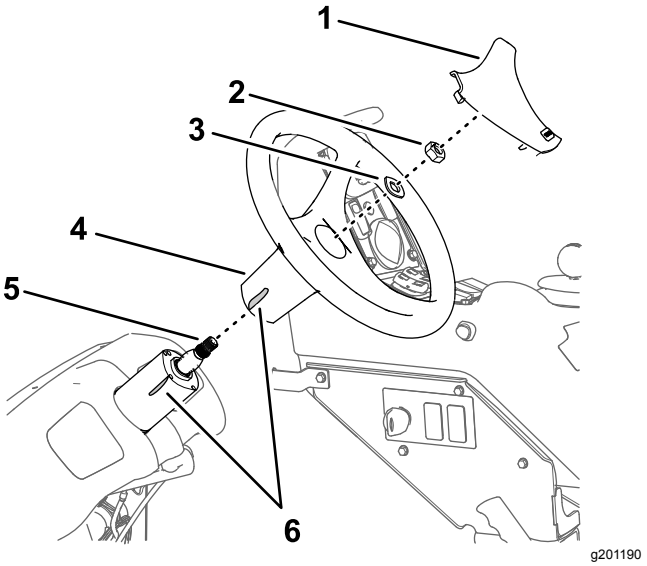

Rysunek 161
1. Zaznacz za pomocą kawałka taśmy pozycję kierownicy względem zaworu układu kierowniczego (Rysunek 161).
2. Zdejmij osłonę kierownicy (Rysunek 161).
3. Odkręć nakrętkę (⅝ cala) z podkładką (⅝ cala) mocujące kierownicę do zaworu układu kierowniczego, po czym zdejmij kierownicę (Rysunek 161).